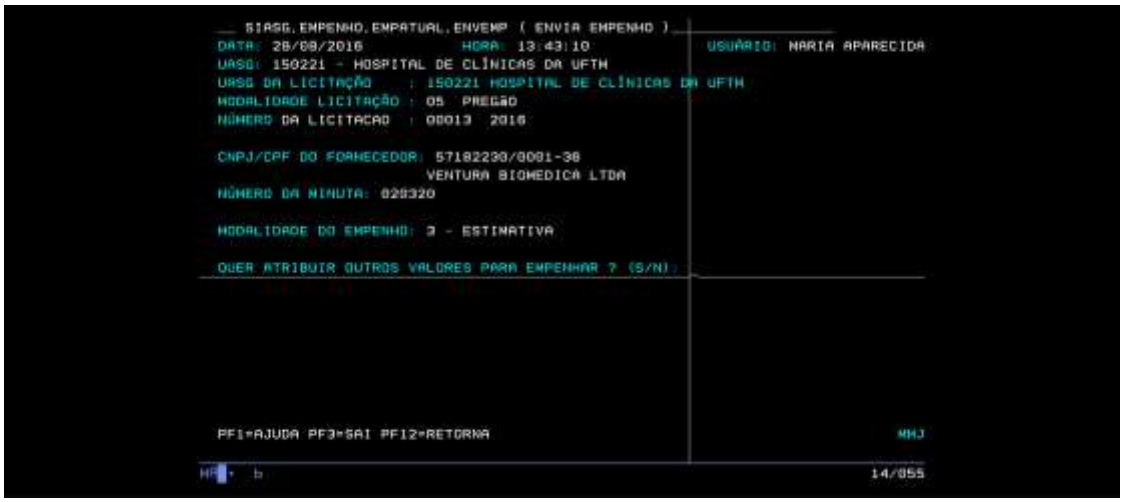

Figura 25: Envia Empenho – Atribuição de outro valor ao Empenho
- Na sequência o usuário deverá responder a seguinte pergunta: "Quer Atribuir Outros Valores para Empenhar?", momento em que deverá informar "N" Não e, após, pressionar a opção "Enter" (Figura 25);